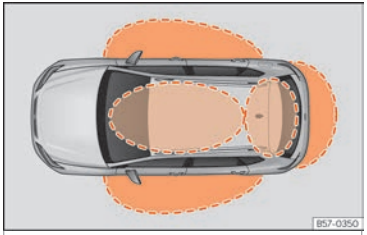
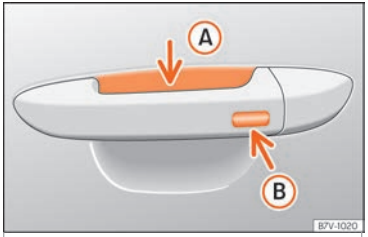

Fig. 91 Keyless Access: proximity zones.
Fig. 92 Door handle: sensor surfaces
››› Fig. 92
Keyless Access is a key-free locking and ignition system to unlock and lock the vehicle without actively using its key. To do this, all that is required is to have a valid vehicle key in the detection area where you are attempting to access the vehicle ››› Fig. 91 and to touch one of the sensor surfaces on the door handles ››› Fig. 92 or operate the *softtouch*/handle on the rear lid ››› page 110 ››› ❗.
If a valid key is in the proximity of the car, ››› Fig. 91 the Keyless Access locking and starting system gives the key entry as soon as one of the sensor surfaces on the door handles is touched or the *softtouch*/handle on the rear lid is operated.
- Grip one of the front door handles. When you do this, you touch the sensor surface ››› Fig. 92 Ⓐ (arrow) of the handle and the vehicle unlocks.
- Touch (*once*) the locking sensor surface ››› Fig. 92 Ⓑ (arrow) on one of the front door handles. The door that is used must be closed.
- Touch (*once*) the sensor surface ››› Fig. 92 Ⓑ (arrow) on one of the front door handles. The vehicle locks with the "Safe" security system ››› page 105. The door that is used must be closed.
- Touch (*twice*) the sensor surface ››› Fig. 92 Ⓑ (arrow) of one of the front door handles to lock the vehicle without activating the "Safelock" security system ››› page 105.
When the vehicle is locked, the rear lid automatically unlocks on opening if there is a valid vehicle key in the proximity zone ››› Fig. 91.
- Push the central locking button on the remote control and touch the locking sensor surface of the driver door handle ››› Fig. 92 Ⓑ within the following 5 seconds. Do not grasp the door handle; otherwise the vehicle will not unlock. Deactivation is also possible if the vehicle is locked through the driver's door lock.
To close all the electric windows and the sunroof using the **comfort function**, keep a finger for a few seconds on the locking sensor surface ››› Fig. 92 Ⓑ (arrow) of the door handle until the windows and roof have closed.
The sensor surfaces on the door handles could engage if hit with a water jet or high pressure steam if there is a valid vehicle key in the proximity. If at least one of the electric windows is open and the sensor surface ››› Fig. 92 Ⓑ (arrow) on one of the handles is activated continuously, all windows will close.